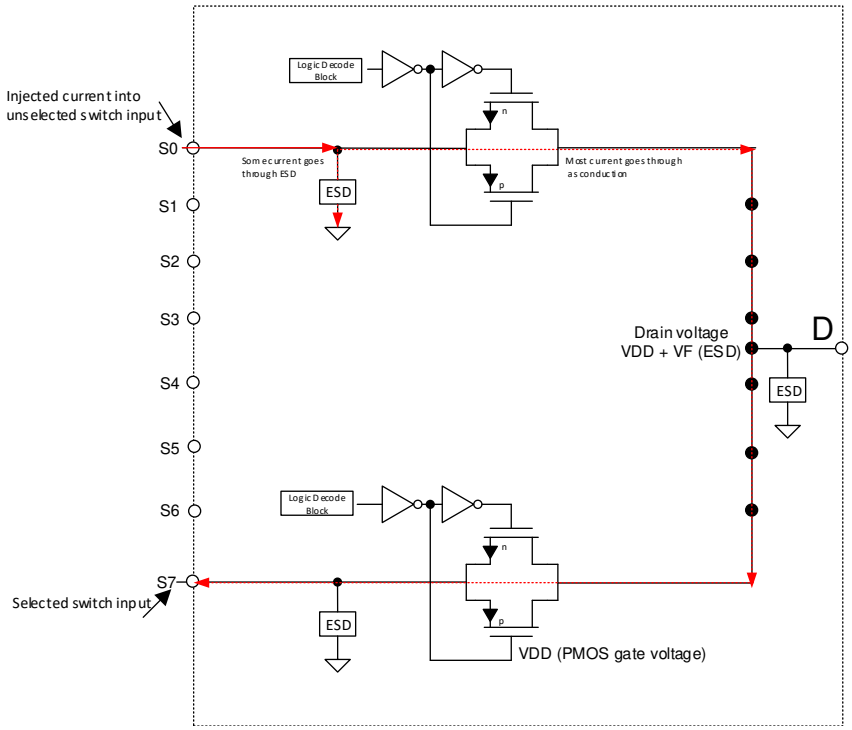

**图 9-1. Simplified Diagram of Typical CMOS Switch and Associated Injected Current Path**
**Injected Current Impact**: typical CMOS switches have ESD protection diodes on the inputs and outputs. These diodes not only serve as ESD protection but also provide a voltage clamp to prevent the inputs or outputs going above $V_{DD}$ or below GND and $V_{SS}$. When current is injected into the pin of a disabled signal path, a small amount of current goes through the ESD diode but most of the current goes through conduction to the drain. If forward diode voltage of the ESD diode (VF) is greater than the PMOS threshold voltage (VT), then the PMOS of all OFF switches turns ON and there would be undesirable subthreshold leakage between the source and the drain that can lift the OFF source pins up also. 图 9-1 shows a simplified diagram of a typical CMOS switch and associated injected current path.